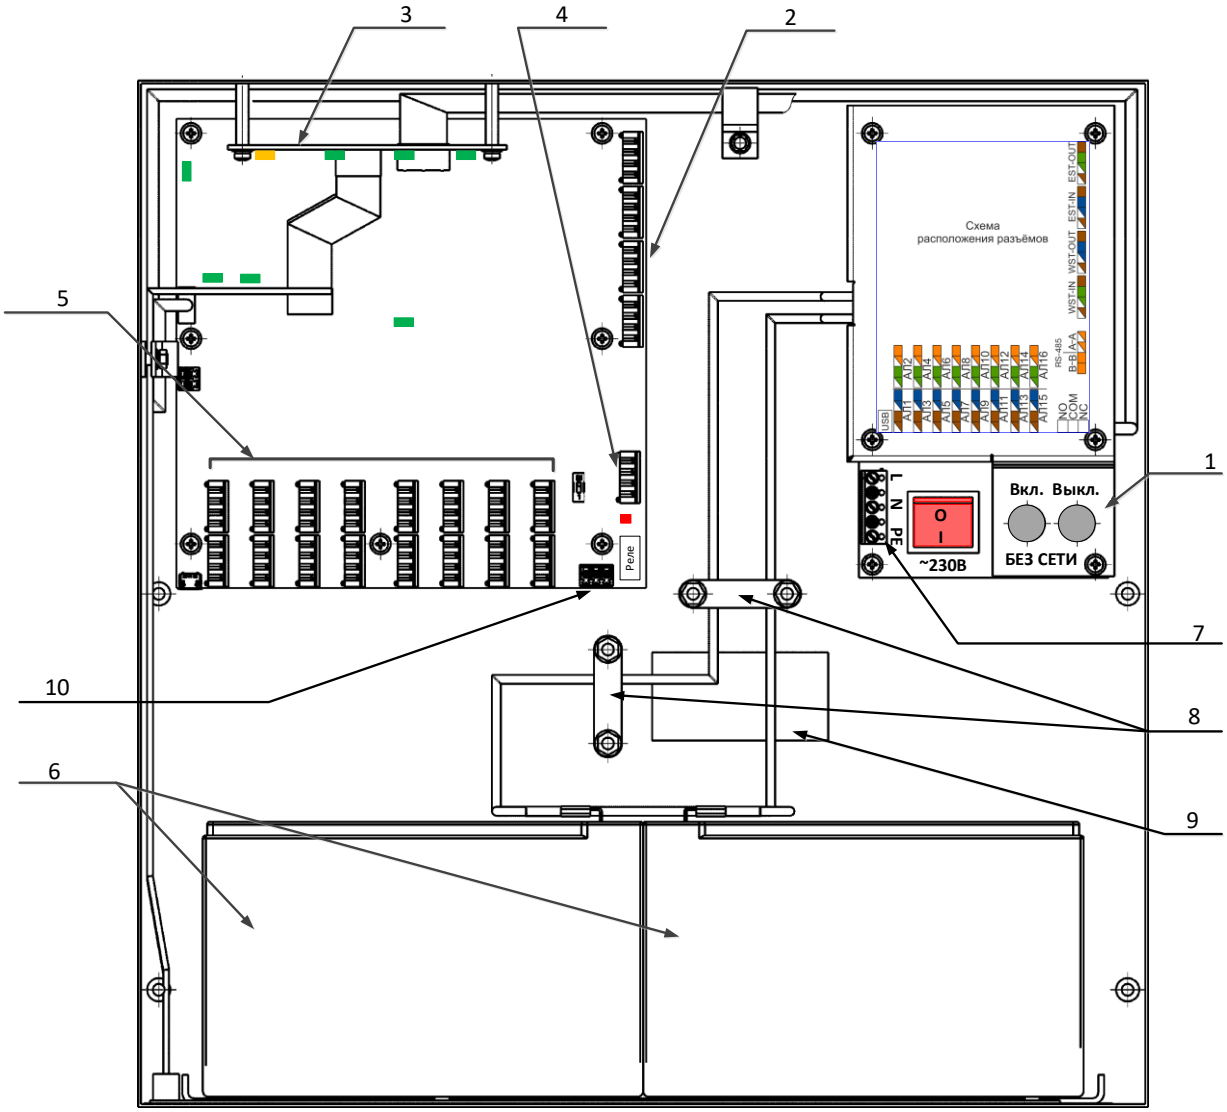
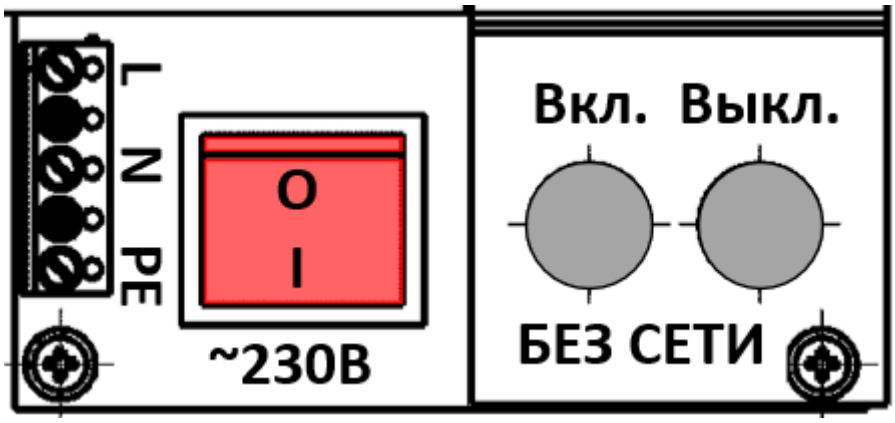

Рис. 2.3
Рис.3.2
3.2 Подключить сетевой провод к СДС-БС (не входит в комплект поставки), к клемме 230 В (рис. 2.3, поз. 7). Включить питание кнопкой 230 В (рис. 2.3 поз. 1 и рис. 3.2).